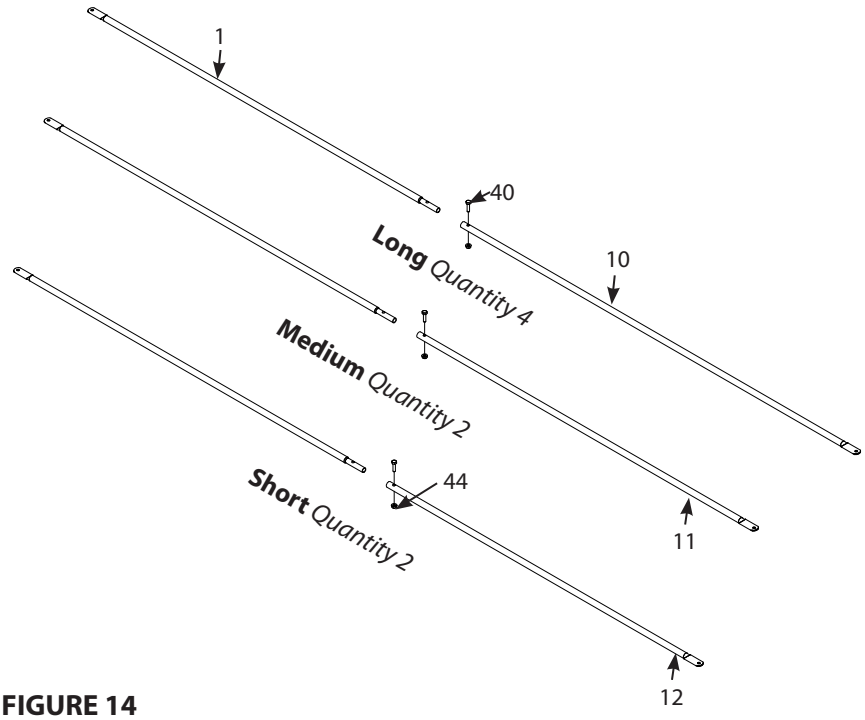

FIGURE 14
14. Off to the side, assemble the cross braces by inserting a male cross brace (1) into each female cross brace (10, 11, 12). Secure each assembly together using a 1/4-20 X 1 IN bolt (40) and 1/4-20 nut (44). You should have a total of eight cross braces assembled, four long (1, 10), two medium (1, 11), and two short (1, 12). **SEE FIGURE 14.** ***Securely tighten all loose hardware at this time.***